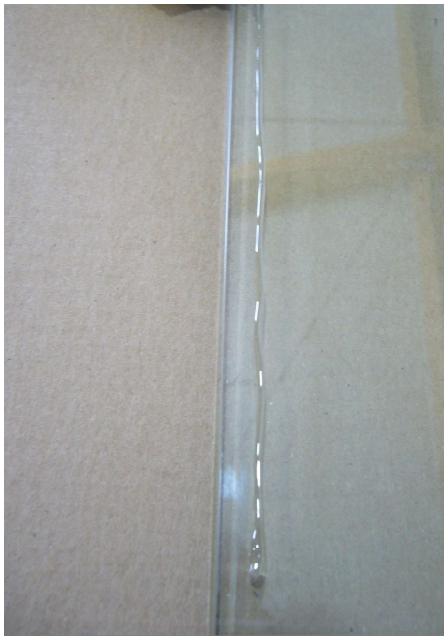

Abbildung 12
- Im Abstand von ca. 10 mm zur Glaskante, einen Klebefilm über die ganze Glasbreite mit Klebstoff (UHU Kraftkleber Art. Nr. 45 065) auftragen; dies ist nur auf der Innenseite des Glasflügels notwendig (Abbildung 12)